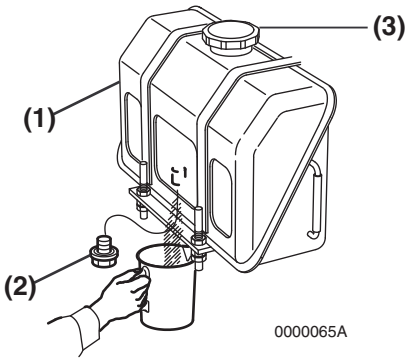

Figure 5-9
1. Position an approved container under the diesel fuel tank **(Figure 5-9, (1))** to collect the contaminates.
2. Remove the fuel cap **(Figure 5-9, (3))**.
3. Remove the drain plug **(Figure 5-9, (2))** of the fuel tank to drain the contaminates (water, dirt, etc.) from the bottom of the tank.